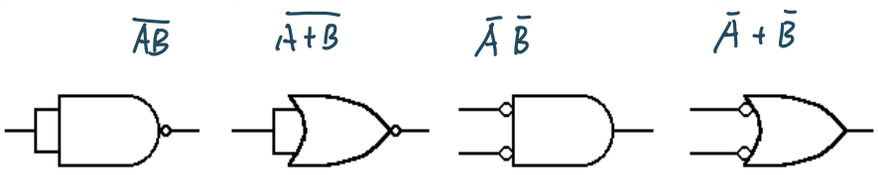

Figure 12 – Functions to be implemented.
(***) Question 7.2.1 [4 Marks] – Implement the circuits in **Figure 12** and complete their truth tables. Compare the results with functions in **Experiment 1**; what conclusions can you derive?
a) What logic function do the first two circuits (of **Figure 12**) represent?
b) The 3rd and 4th circuits in **Figure 12** should have identical Truth Tables to two of the functions tested in **Experiment 1**. If so, write down the Boolean equation for each identical pair (for example, the 4th function in **Figure 12** is written ***x'+ y'***). What important Theorem do the two equations illustrate?